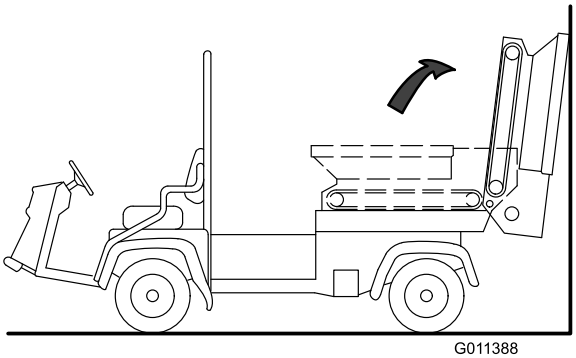

Figuur 33
5. Pivot hopper rearward and lean it against wall, ladder, etc. Laat de hopper niet rusten tegen de achterkant van de machine; dit kan leiden tot beschadiging van de borstel of de hydraulische koppelingen (Figuur 33).
Belangrijk: Zorg ervoor dat de hopper voorbij het midden gekanteld is en/of vastgemaakt aan een wand of paal om te voorkomen dat de hopper per ongeluk op het werkgebied valt (Figuur 33).